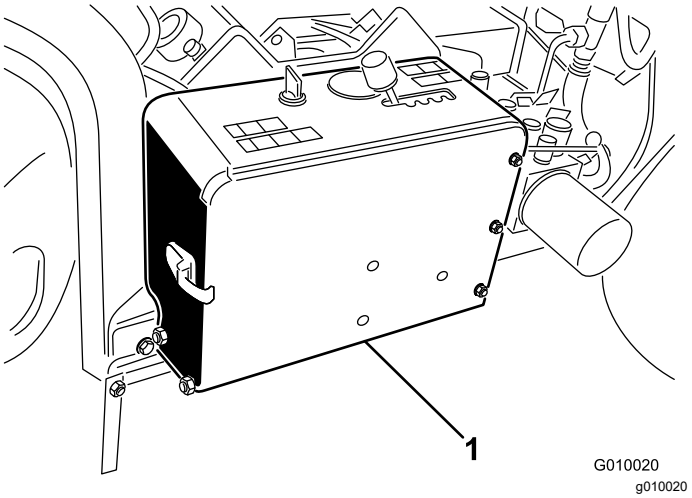

**Figure 51**
1. Unlatch and open the battery compartment cover (Figure 51).